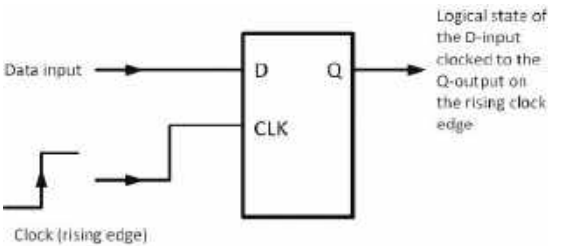

Rysunek 10.5. Taktowanie przerzutnika bistabilnego D w celu zmiany stanu jego wyjścia
Stan wejścia danych (0 lub 1) jest wpisywany do przerzutnika bistabilnego – i pojawia się na wyjściu – w chwili zmiany stanu na wejściu zegarowym (**rysunek 10.5**). Mówimy, że działanie tego przerzutnika jest synchroniczne. Są dodatkowe pomocnicze wejścia (z reguły aktywne przy stanie niskim), które mogą być używane do bezpośredniego, natychmiastowego ustawiania lub zerowania przerzutnika. Są one zwykle nazywane PRESET (PR) i CLEAR (CLR). Układy bistabilne typu D mogą być zarówno używane jako „zatrzaski" (prosta, jednobitowa forma pamięci) jak i wchodzić w skład dzielników dwójkowych.